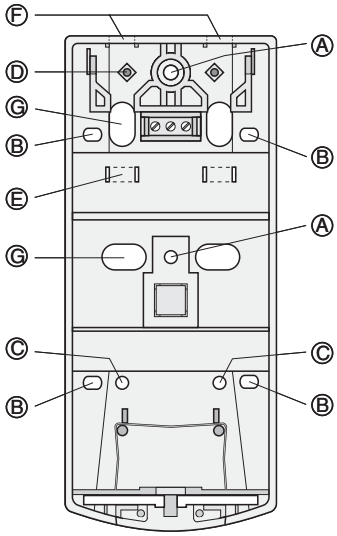

Abb. 3
2.2 Kabeleinführung /Zugentlastung (Abb. 3)
Die Befestigung erfolgt mit 2 Schrauben: Unter der Anschlussklemme und durch den kleinen Vierkant in der Mitte des Melders (Abb. 3/A).
Befestigung mit 2 Schrauben: im unteren Bereich durch 2 Löcher auf gleicher Höhe (Abb. 3/C).
Befestigung durch 2 seitliche Löcher übereinander. (Abb.3/B)